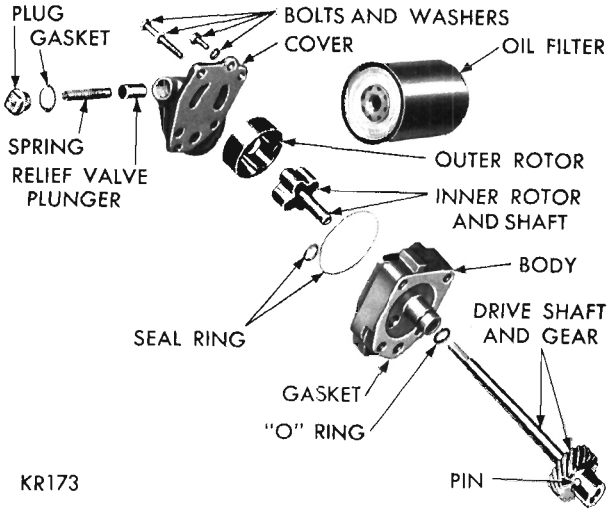

Fig. 37—Oil Pump and Filter Assembly (Disassembled View)
(1) Remove filter base and oil seal ring.
(2) Remove pump rotor and shaft and lift out outer pump rotor.
(3) Remove the oil pressure relief valve plug and lift out the spring and relief valve plunger (Fig. 37).